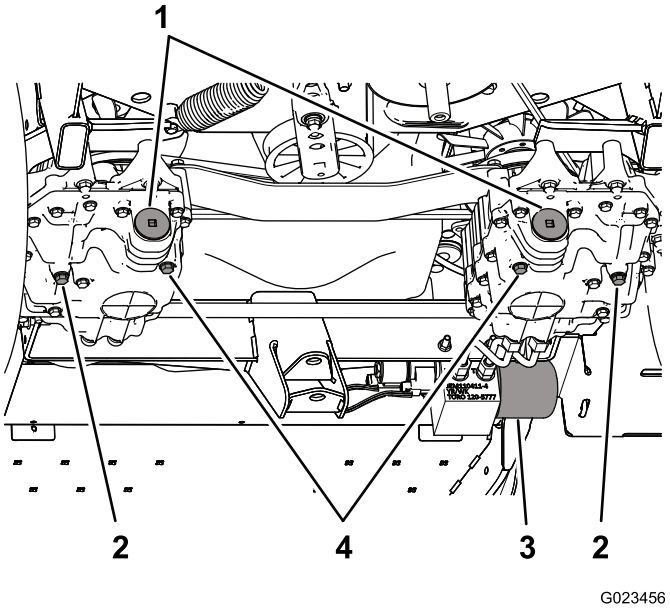

Figur 70
4. Fjern tappepluggen fra pumpen og tappepluggen fra giret (Figur 70).